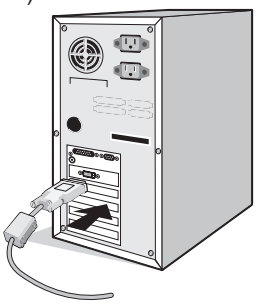

Abbildung A.1
2. **DVI-Verbindung:** Verbinden Sie das DVI-Signalkabel mit dem Anschluss der Grafikkarte Ihres Systems (**Abbildung A.1**). Ziehen Sie alle Schrauben fest.